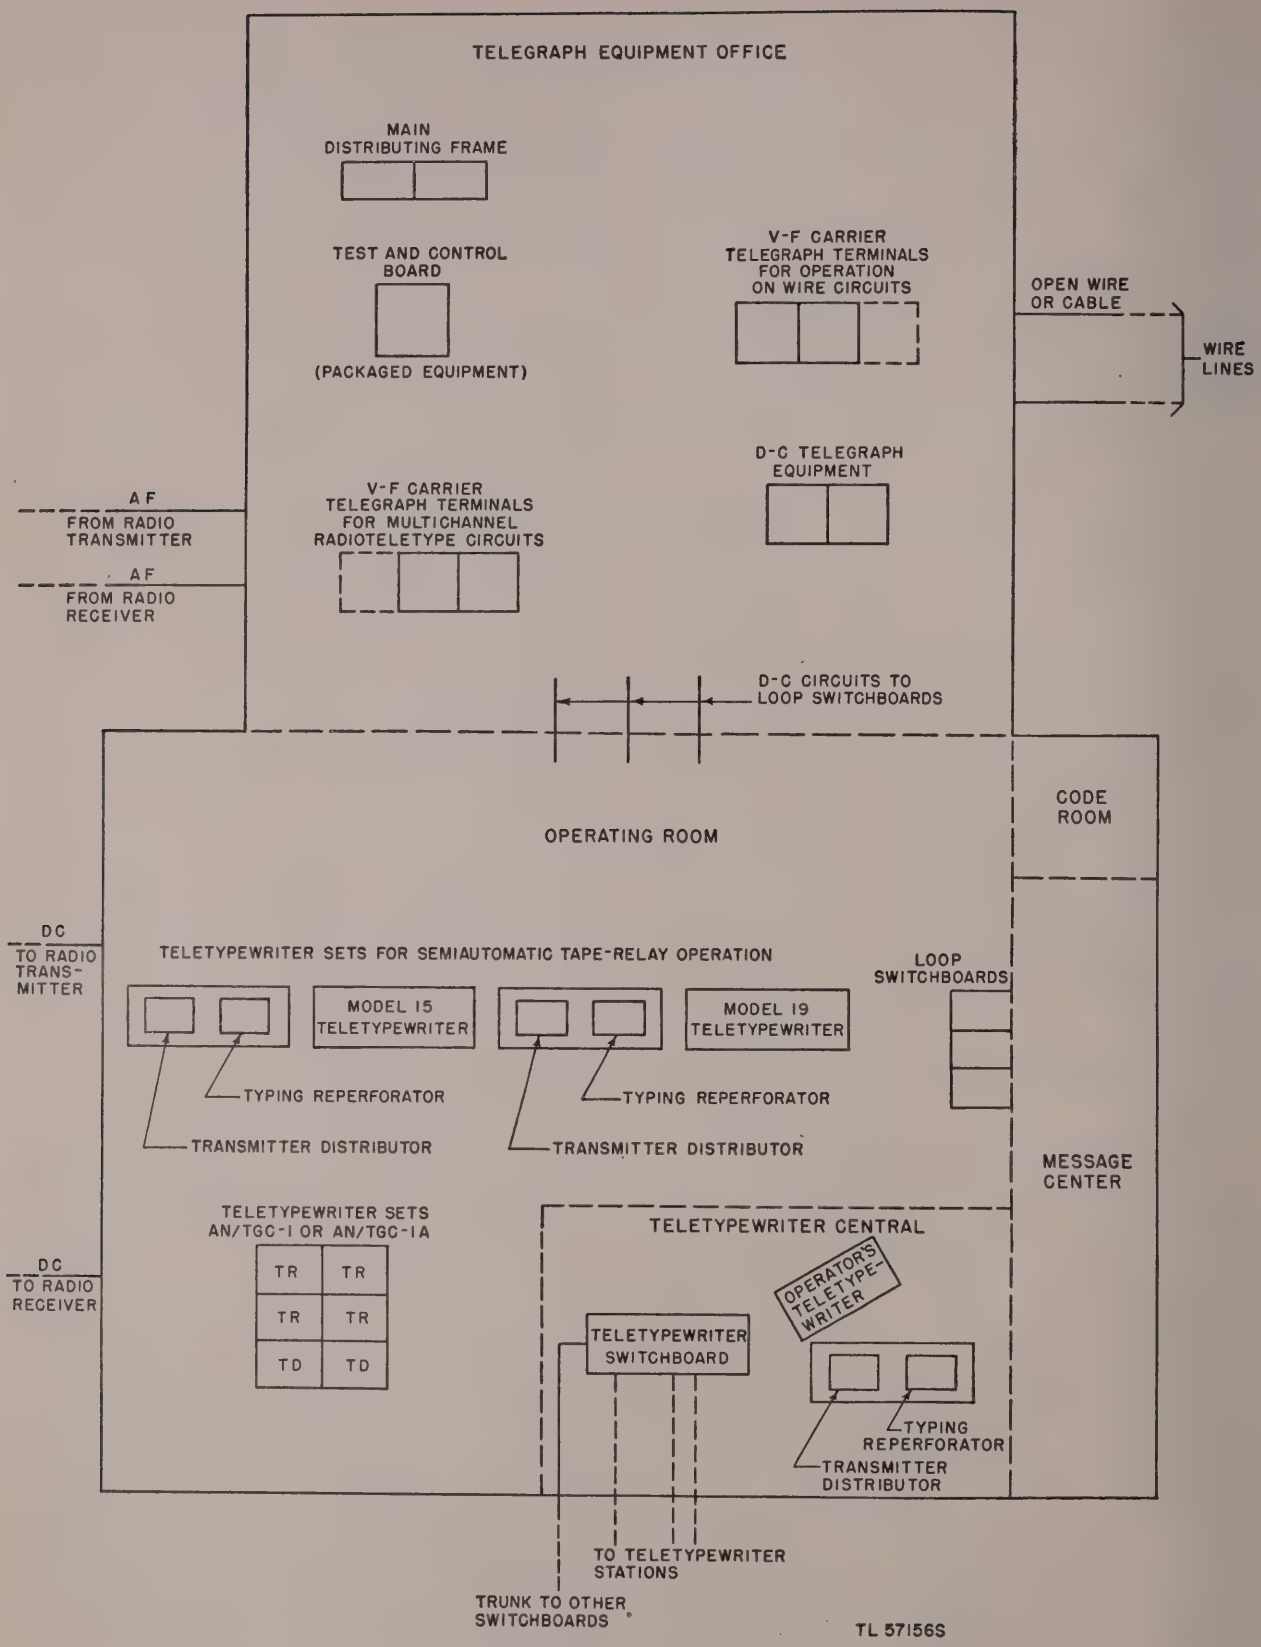

Figure 12. Typical comcenter lay-out.
a. Because of the continuous transmission feature, Teletypewriters AN/TGC–1 and AN/TGC–1A are installed in comcenters or tape-relay stations to save line time. (Fig. 12 shows Teletypewriter Sets AN/TGC–1 or AN/TGC–1A, with other teletypewriter equipment, in a comcenter.) The AN/TGC–1 (or AN/TGC–1A) at the local station usually is connected to an AN/TGC–1 (or AN/TGC–1A) at the distant station. In a local comcenter or tape-relay station, teletypewriter sets may be used singly or may be set up side-by-side and will transmit to and receive from a like number of teletypewriter sets at the distant station.
13. Typical Comcenter Lay-Out (fig. 12)
Figure 12 shows Teletypewriter Sets AN/TGC–1 (or AN/TGC–1A) installed in a large theater comcenter which uses both wire circuits and radio channels. The different types of facilities and equipment with which Teletypewriter Sets AN/TGC–1 or AN/TGC–1A are used at such a comcenter installation also are shown in figure 12.
a. Before starting to install Teletypewriter Sets AN/TGC–1 (or AN/TGC–1A), decide upon the general lay-out in view of the local conditions. Locate the equipment where traffic can be handled as efficiently as possible with maximum protection for the equipment and operating personnel. Generally speaking, it is a good idea to locate the teletypewriter sets near the teletypewriter central and its associated equipment. (See fig. 12 for a typical comcenter lay-out.) Teletypewriter Sets AN/TGC–1 and AN/TGC–1A may be set up side by side, back to back, or against the wall, depending on space available.